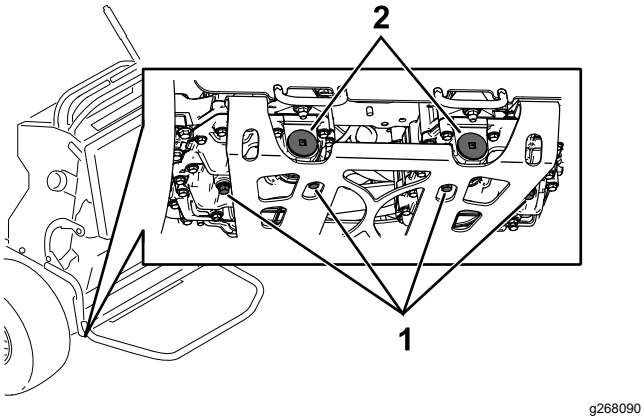

Figura 82
5. Localice el tapón de vaciado en la parte inferior de cada transmisión, y coloque un recipiente de vaciado debajo de los tapones (Figura 82).